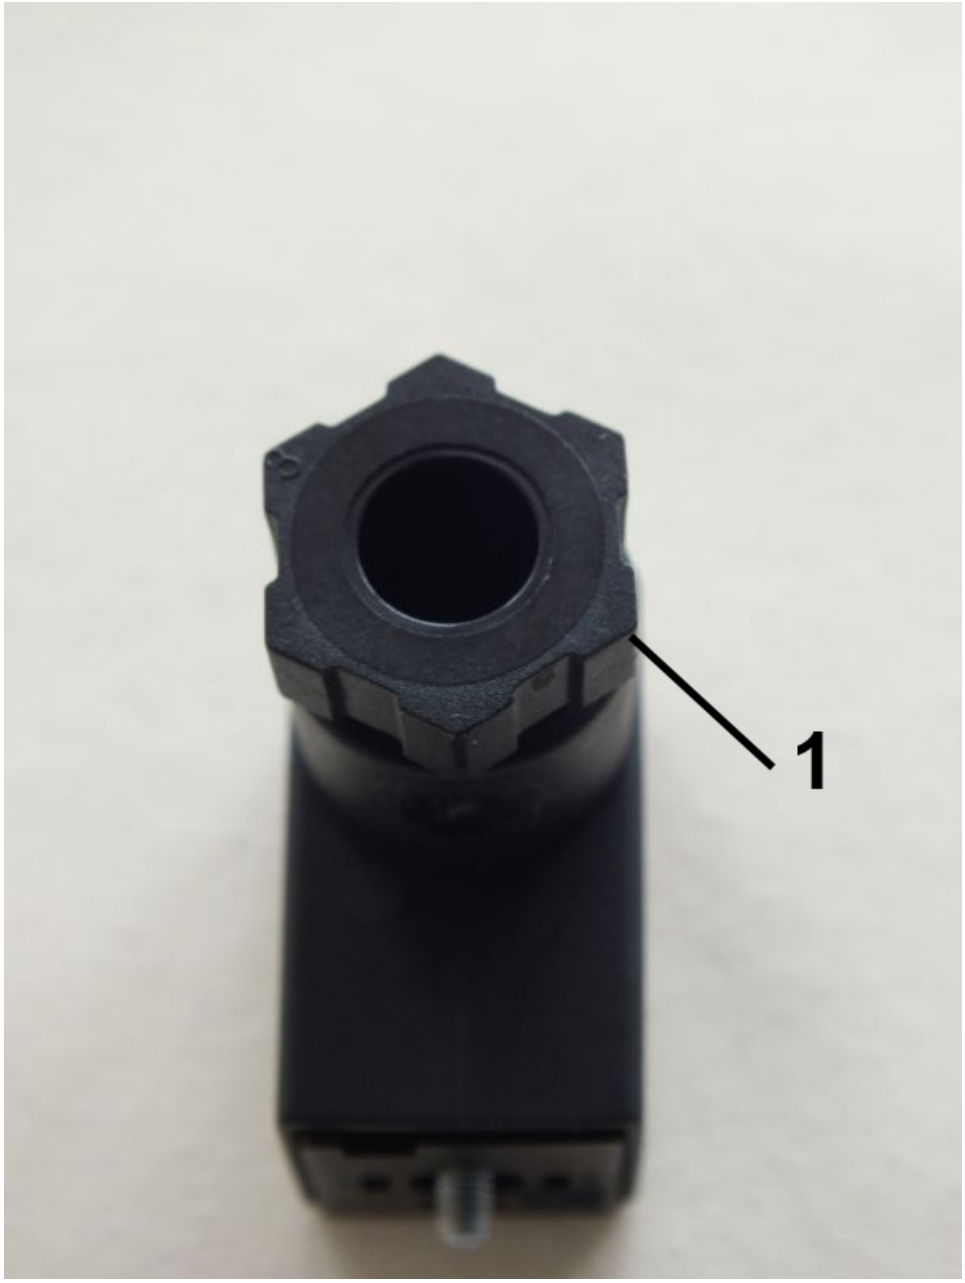

Fig. 24: Loosen the screw connection
4. Loosen the screw connection (*Fig. 24*/1) by turning it to the left
8. Retighten the screw connection (*Fig. 24*/1) by turning it to the right until tight